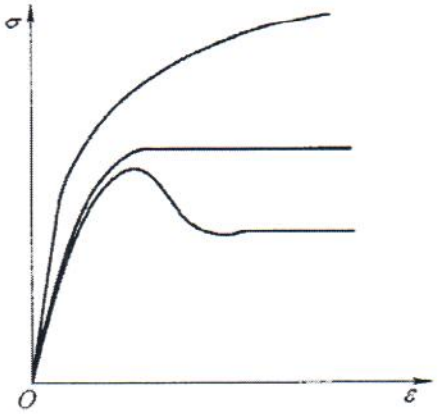

图 10-4　第七题第 2 小题图
2. 面心立方金属铜在三种不同条件下的真应力-应变曲线如图 10-4。说明它们可能是在怎样的温度和应变速率下形成的？为何有